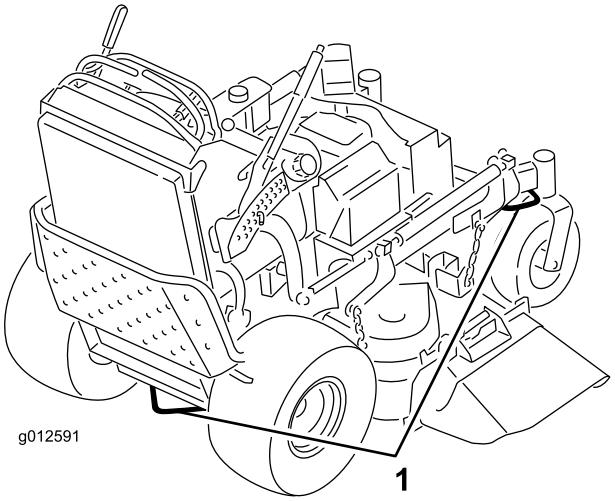

Bild 26
6. Befestigen Sie die Maschine mit den Metalbefestigungsschleifen und Riemen, Ketten, Kabel oder Seilen am Anhänger oder LKW (Bild 26).